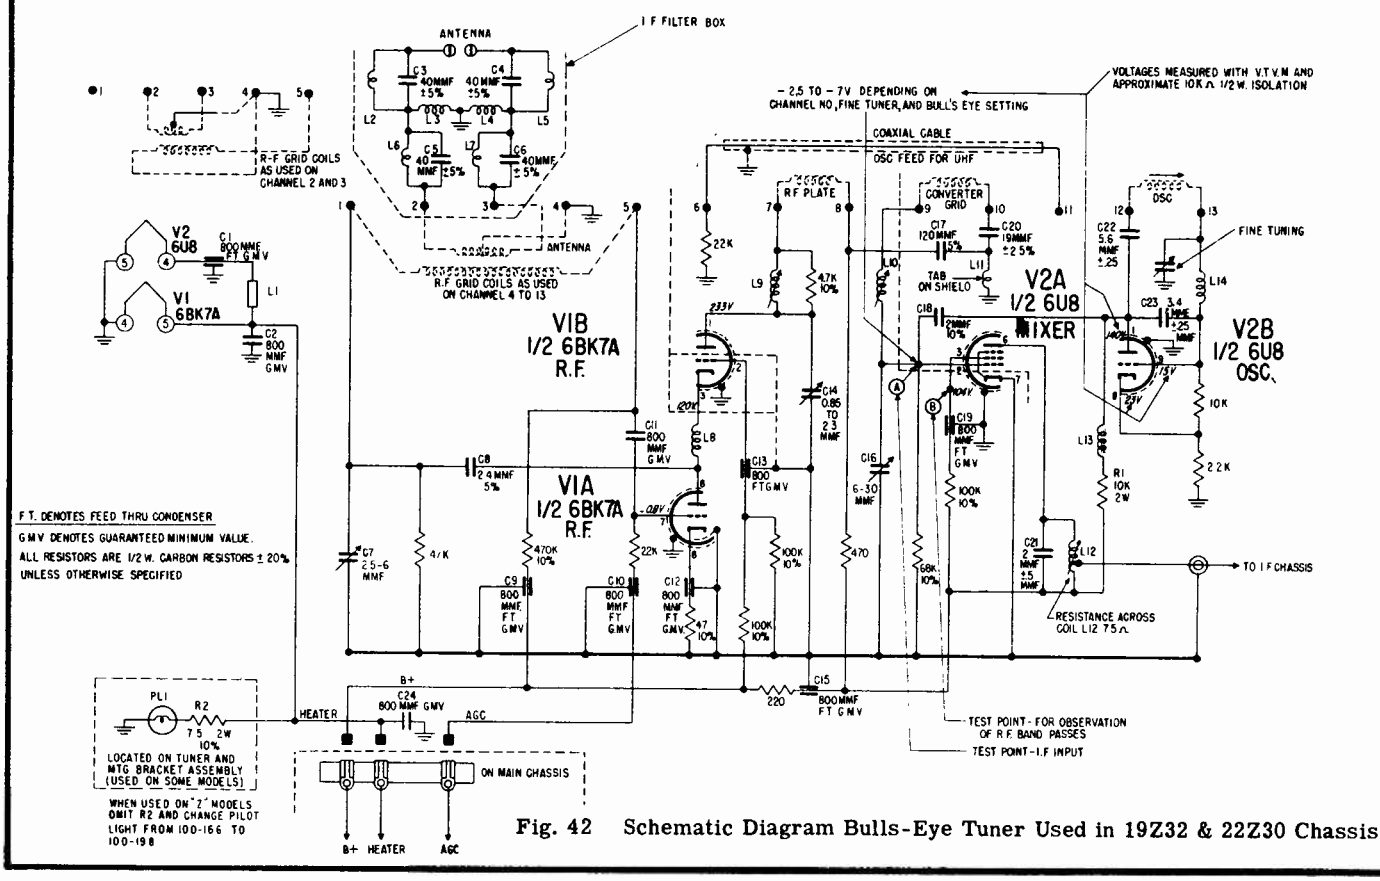

Fig. 42 Schematic Diagram Bulls-Eye Tuner Used in 19Z32 & 22Z30 Chassis
5. Connect the sweep generator cable to terminal "A" (Mixer Grid, see Fig.42). In this step it may be necessary to temporarily reduce the bias to zero or even go slightly positive in order to observe the highly attenuated trap slots. Use maximum vertical gain on the oscilloscope.